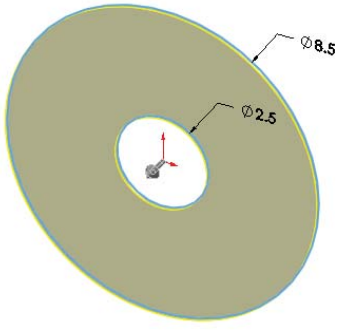

Figure 2-28 *Preview of the base feature*
12. Click on the confirmation corner available at the upper right of the drawing area; the **Boss-Extrude PropertyManager** is displayed. You will notice that the view is automatically changed to the trimetric view and the preview of the base feature is displayed in the drawing area. Also, an arrow is displayed in front of the sketch, as shown in Figure 2-28.